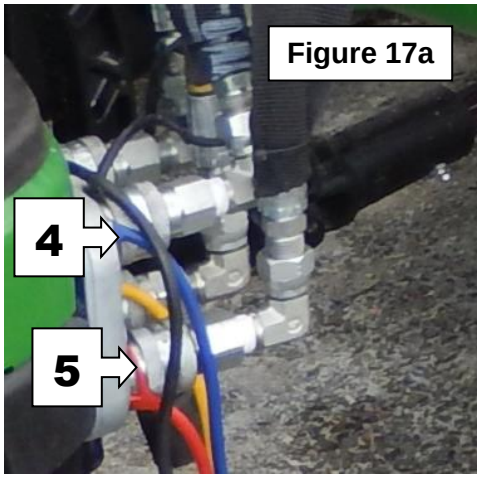

Figure 17a
3. **Figure 17a :** Insérer les anneaux d'identification bleu (item 4) et les anneaux d`'identification rouge (item 5) aux endroits indiqués sur la figure 17a.